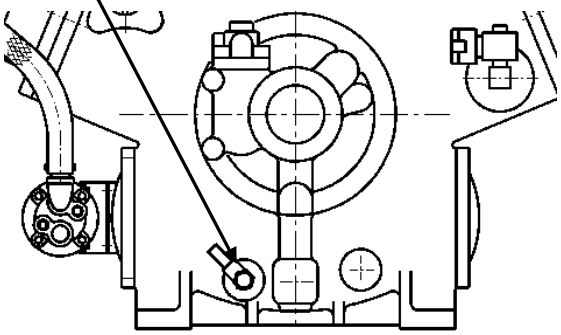

Fig. 4-2 Oil Supply and Discharge Valve
a) Attach the charge hose to the oil supply and discharge valve shown in Figure 4-2, and put the end of the hose into the can of new oil.